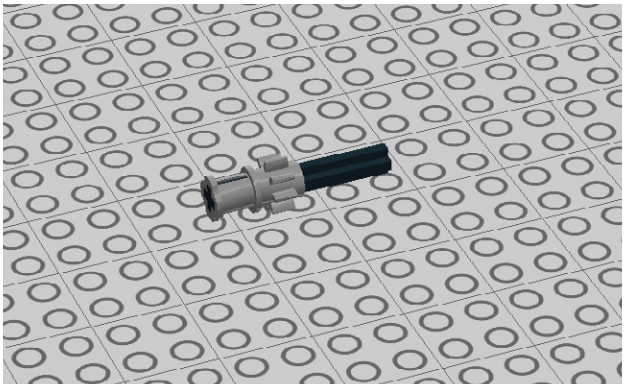

Figure 4-36. *Step 31: Adding a bush and 8-tooth gear to a cross axle*
31. Add a bush and an 8-tooth gear to a 4M cross axle as shown in Figure 4-36.